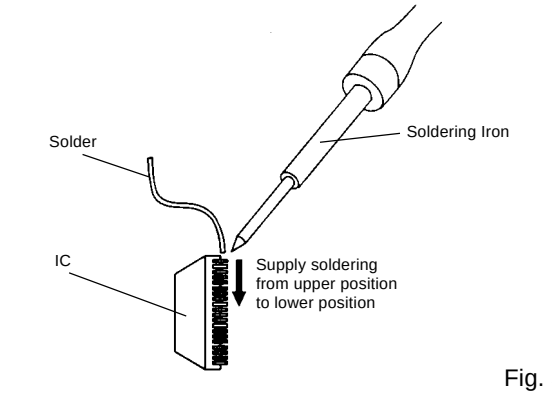

Fig. 5-6
2. Supply the solder from the upper position of IC leads sliding to the lower position of the IC leads. **(Refer to Fig. 5-6.)**